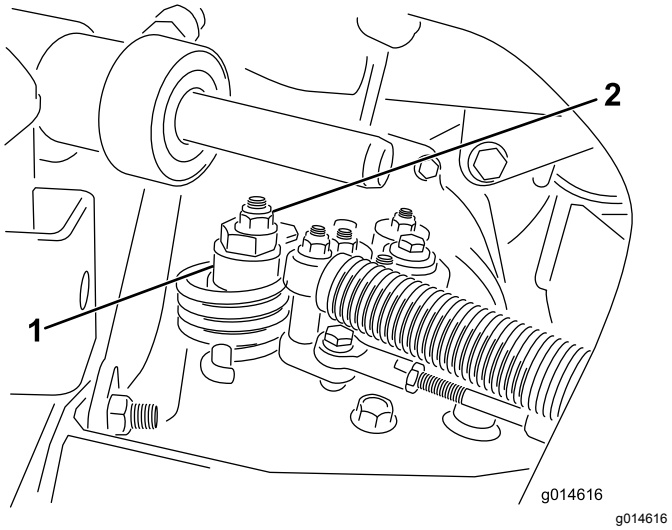

Figuur 32
A. Draai de moer los waarmee de excentriek is bevestigd aan de bovenkant van de hydrostaat (Figuur 32).
C. Draai aan de excentriek totdat de machine niet meer naar voren of naar achteren kruipt. Als het wielen niet meer draaien, zet u de moer vast waarmee de excentriek en de afstelling worden geborgd (Figuur 32). Controleer de instelling met de gashendel op LANGZAAM en op SNEL.